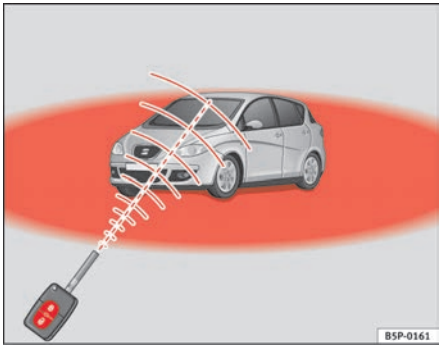

Fig. 65 Range of the remote control:
- The remote control functions only when you are in range ⇒ page 100, fig. 65 (red area).
- If the vehicle is unlocked using the 🔓 (1) button, it will lock again automatically if any of the doors or the tailgate are not opened within 30 seconds after unlocking it. This function prevents the vehicle from remaining unlocked if the unlock button is pressed by mistake.